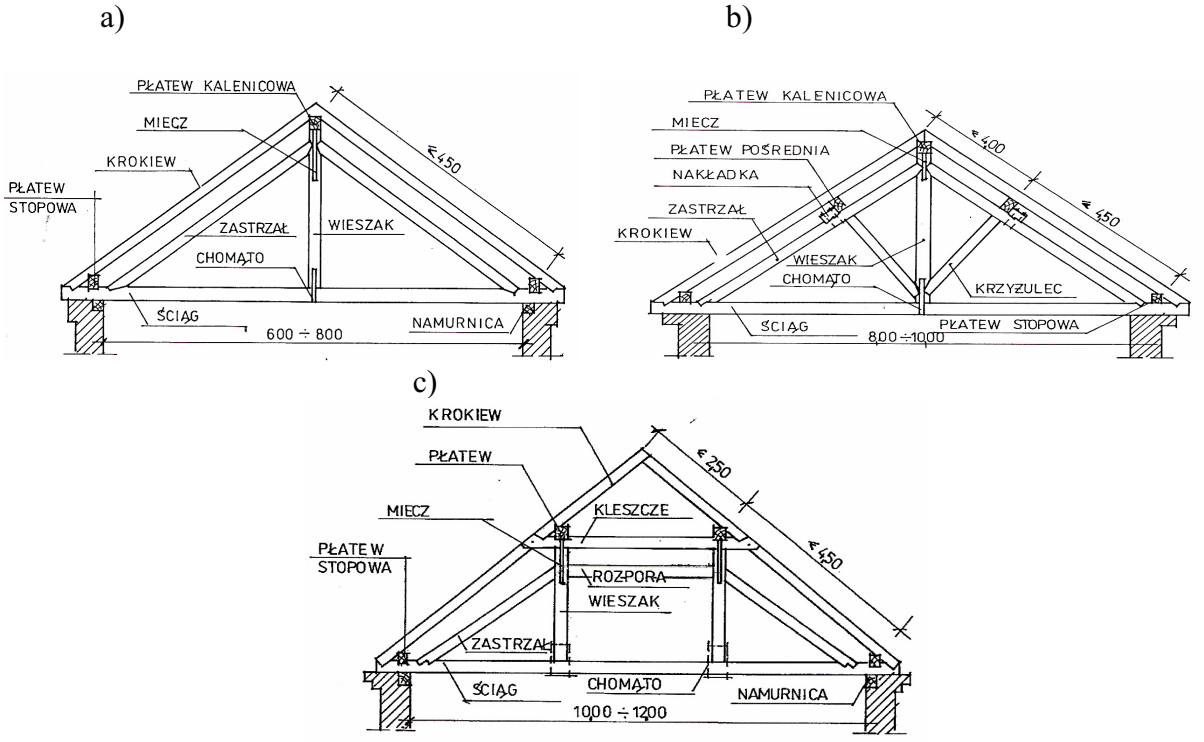

Rys. 22. Wiązary wieszarowe: a) jednowieszakowy, b) jednowieszakowy z krzyżulcami, c) dwuwieszakowy [Rys. autora]
– płatwiowo-kleszczowe (duże nachylenie, rozpiętość do 6,00 m) (rys. 22),